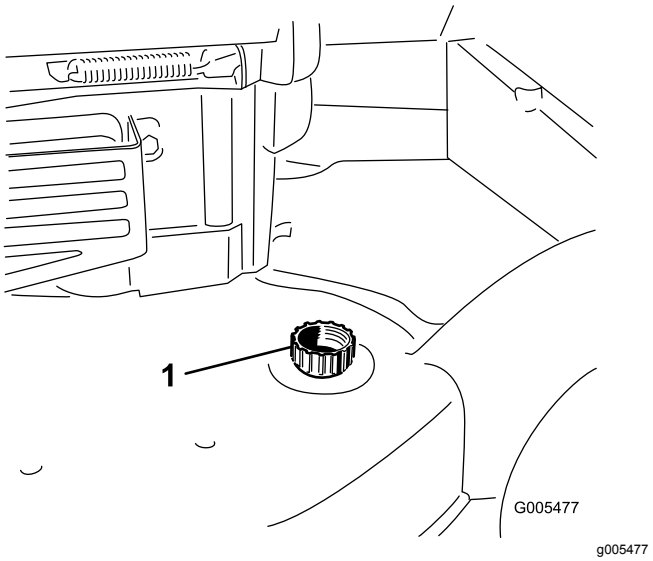

Rysunek 45
3. Podłącz wąż ogrodowy z wodą do złącza czyszczenia (Rysunek 45).